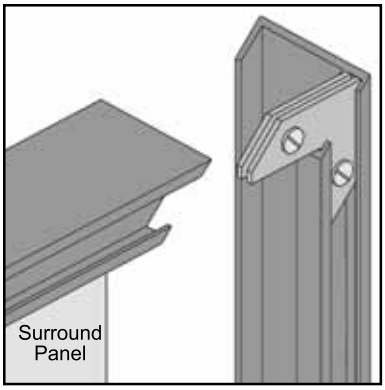
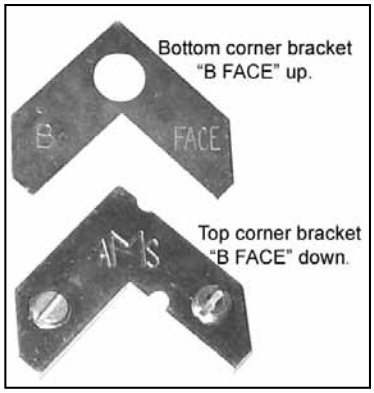

**Figure 33: Corner brackets for trim.**
**Figure 34: Two pieces of corner bracket.**
1. Attach one side trim to the top trim, using a corner bracket (see Figure 33) to secure pieces together. There are two (2) main pieces to each corner bracket (see Figure 34). When installing the corner pieces into the trim, the "B FACE" sides must face each other and the screw heads are to face out. With the bracket in place and the top and a side trim snug together, use a flat head screwdriver to turn the two (2) screws in the bracket to tighten it into the trim.